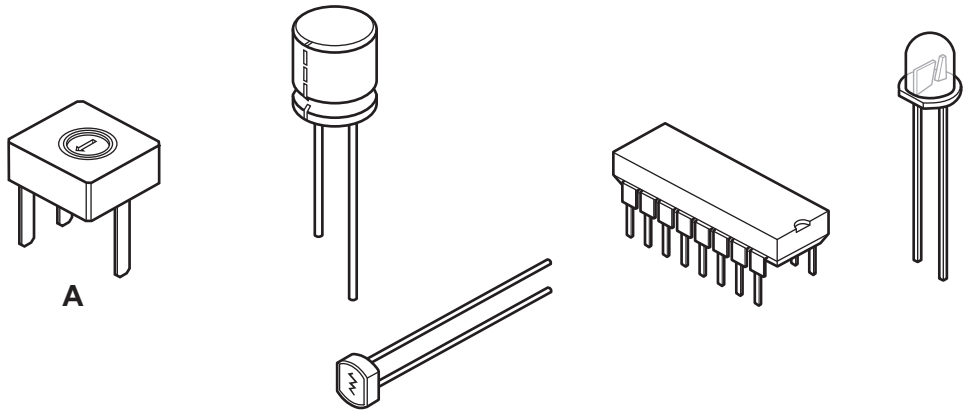

**Fig. 12.2**
**(ii)** Fig. 12.2 shows five components that can be soldered into a PCB.